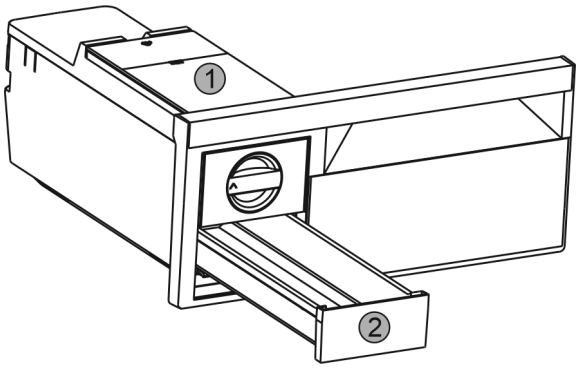

*Fig. 38*
- ▶ Take out the water tank *Fig. 38 (1)* and ice cube drawer *Fig. 38 (2)*.